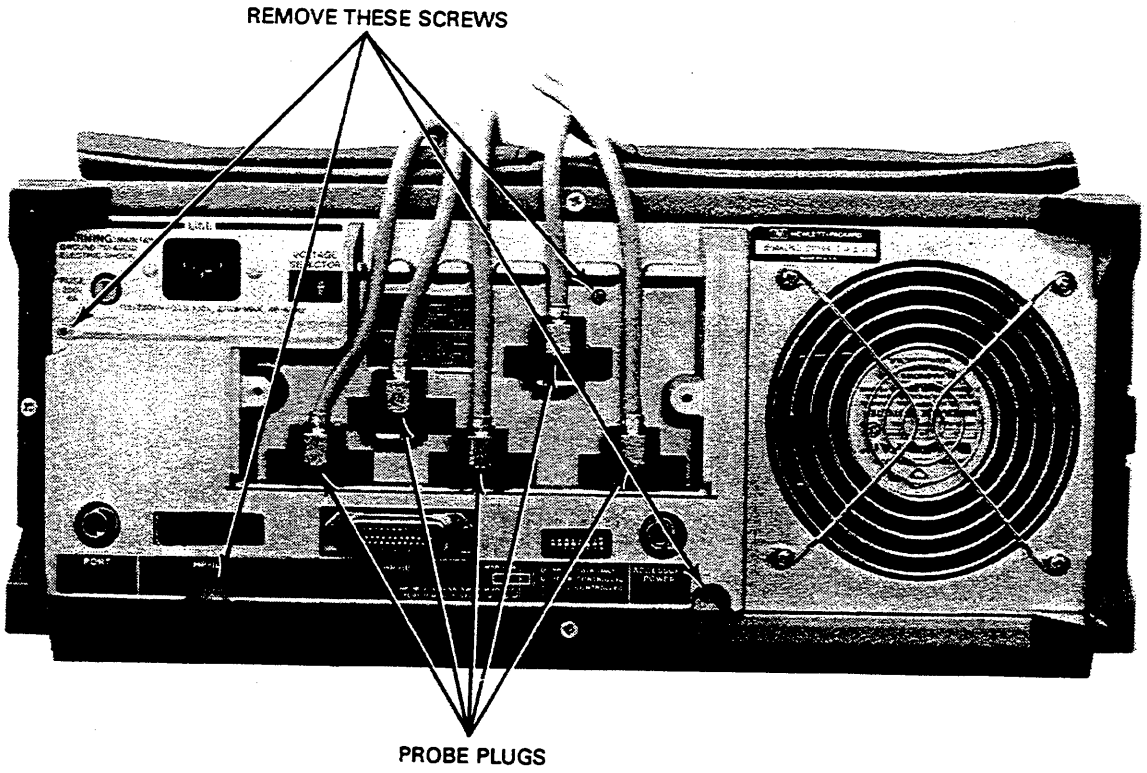

Figure 8-3.
c. Carefully remove the probe cable plugs by their plastic housing. See figure 8-3.
d. Remove the four screws that secure the rear cover and remove cover. See figure 8-3.